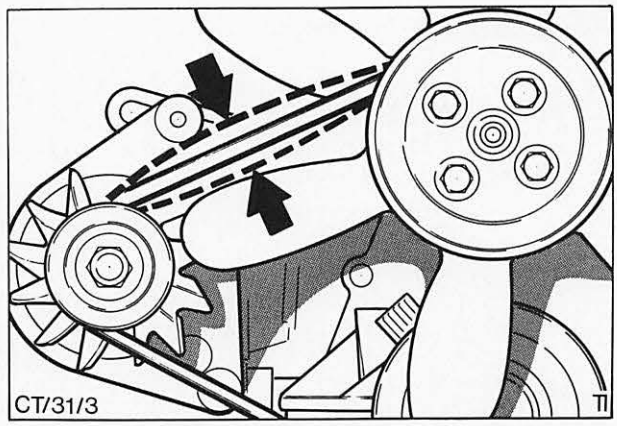

Abb. 10 Keilriemenspannung prüfen
2. Keilriemenspannung prüfen. Abb. 10.